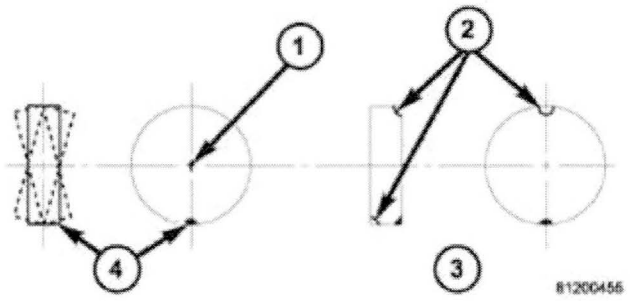

***Fig. 2 Dynamic Balancing***
For dynamic balancing (recommended), the balance equipment is designed to indicate the location and amount of weight to be applied to both the inner and outer rim flanges (2) (Fig. 2).